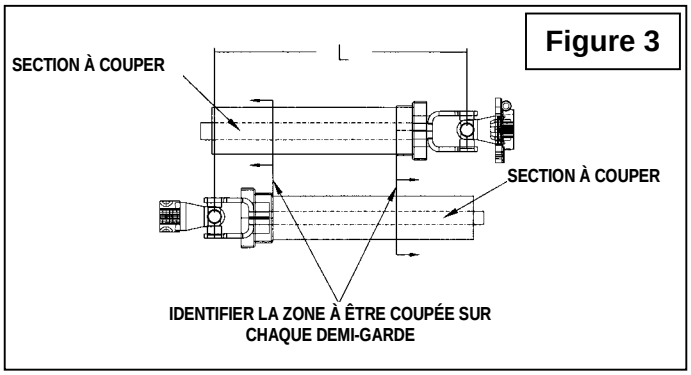

Figure 3
3. Placer les deux demi arbres l'un à côté de l'autre et trouver la longueur **"L"** entre les deux centre en centre des joints universels. Identifier la zone à être couper sur chaque demi-garde tel qu'illustré à la Figure 3.